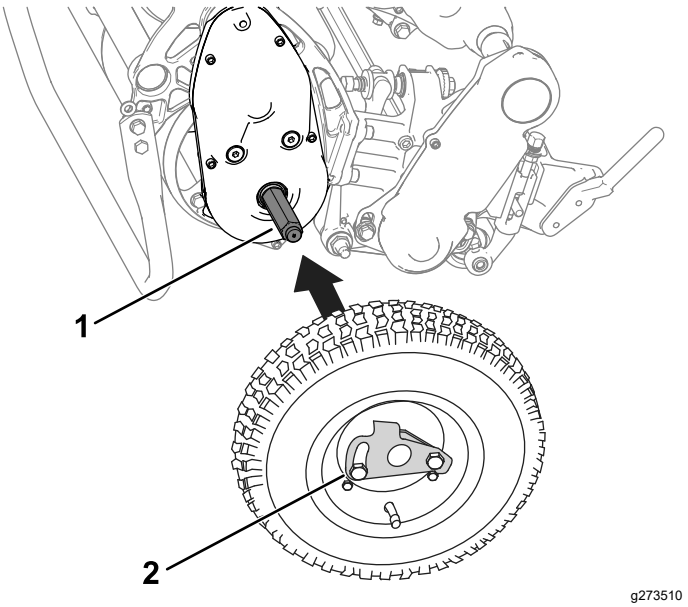

**Figuur 25**
2. Schuif een wiel op een as (Figuur 25).
3. Draai de sluitklem van het wiel (Figuur 25) weg van het midden van het wiel zodat het wiel verder op de as kan schuiven.